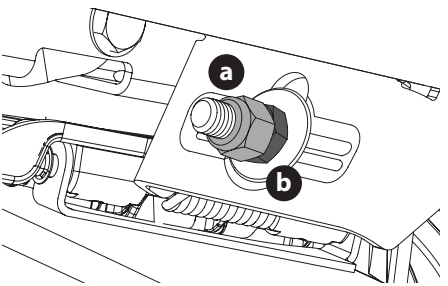

Fig. 39
5. To **raise** the front of the deck, remove the end cap, loosen the outer jam nut (a) then tighten (thread inward) the inner nut (b) against the front hanger bracket (Fig. 39). When proper adjustment is achieved, re-tighten the outer jam nut (a) to 57 ft-lbs (77 N-m) and replace the end cap.
6. To **lower** the front of the deck, remove the end cap, loosen the outer jam nut (a) then loosen (thread outward) the inner nut (b), away from the front hanger bracket (Fig. 39 on page 29). When proper adjustment is achieved, re-tighten the outer jam nut (a) to 57 ft-lbs (77 N-m) and replace the end cap.